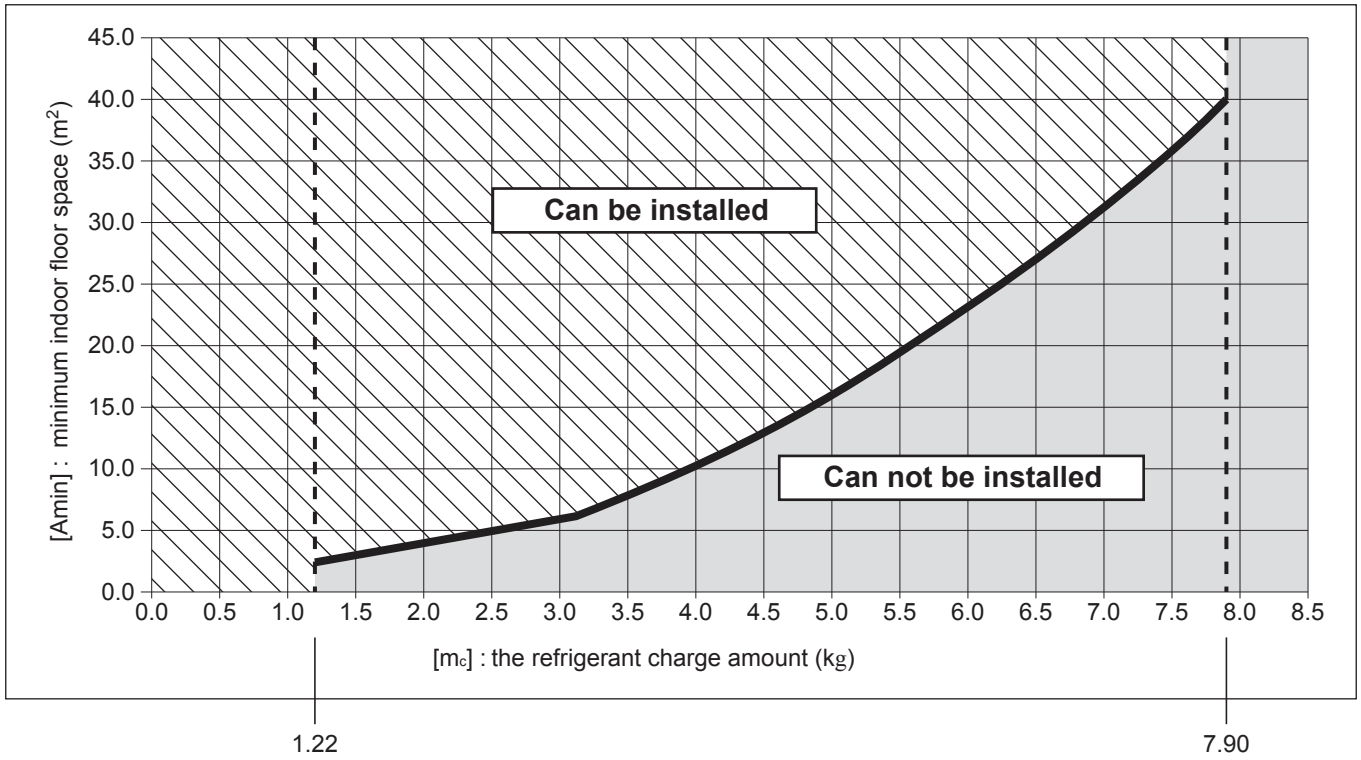
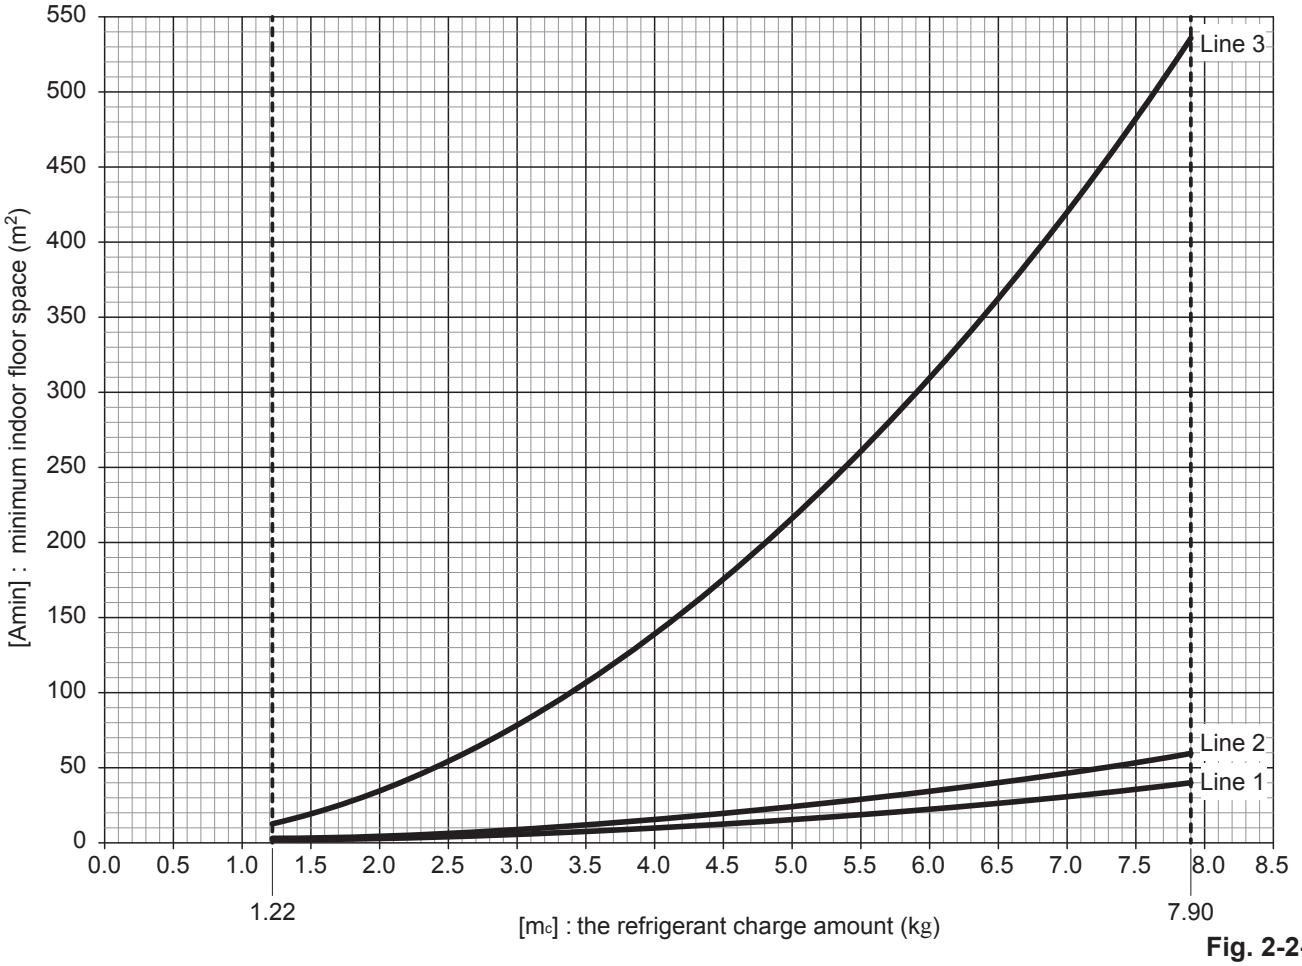

Fig. 2-1-1
Fig. 2-2-1
*1 See "Density Limit Line" in Table 1-2-1 and Fig. 2-1-1, Table 2-1-1 and Fig. 2-2-1, Table 2-2-2.
*1 See "Density Limit Line" in Table 1-3-1 and Fig. 2-1-1, Table 2-1-1 and Fig. 2-2-1, Table 2-2-2.
*1 See "Density Limit Line" in Table 1-4-1 and Fig. 2-1-1, Table 2-1-1 and Fig. 2-2-1, Table 2-2-2.
*1 See Table 2-2-1 and the Fig. 2-2-1 when deciding “Density Limit Line”.